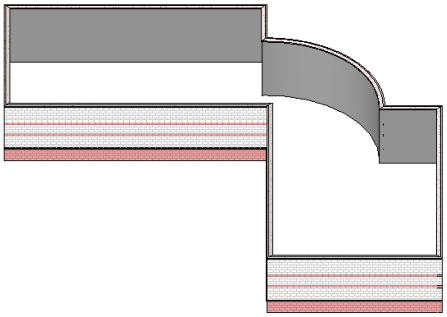

Figure 3-53 *3D view of the completed exterior wall profile*
4. Choose the **Default 3D View** tool from **View > Create > 3D View** drop-down; a 3D view of the building model is displayed, as shown in Figure 3-53.